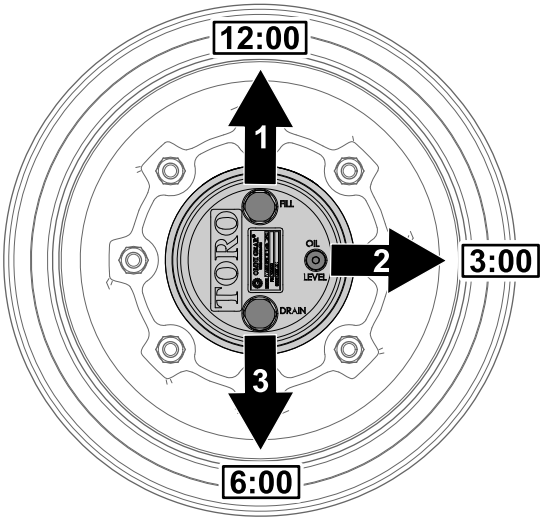

Figur 100
1. Parkera maskinen på ett plant underlag och placera hjulet så att påfyllningspluggen är i läget klockan 12, kontrollpluggen är i läget klockan 3 och avtappningspluggen är i läget klockan 6 (Figur 100).
2. Ta bort kontrollpluggen som sitter i läget klockan 3 (Figur 100).
1. Parkera maskinen på ett plant underlag och placera hjulet så att påfyllningspluggen är i läget klockan 12, kontrollpluggen är i läget klockan 3 och avtappningspluggen är i läget klockan 6. Se Figur 100 i Kontrollera planetväxeloljan (sida 63).